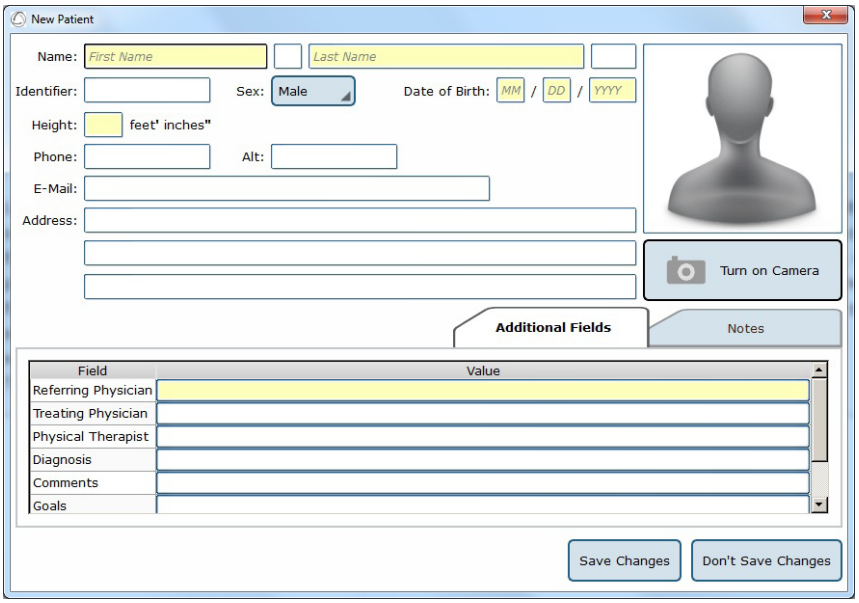
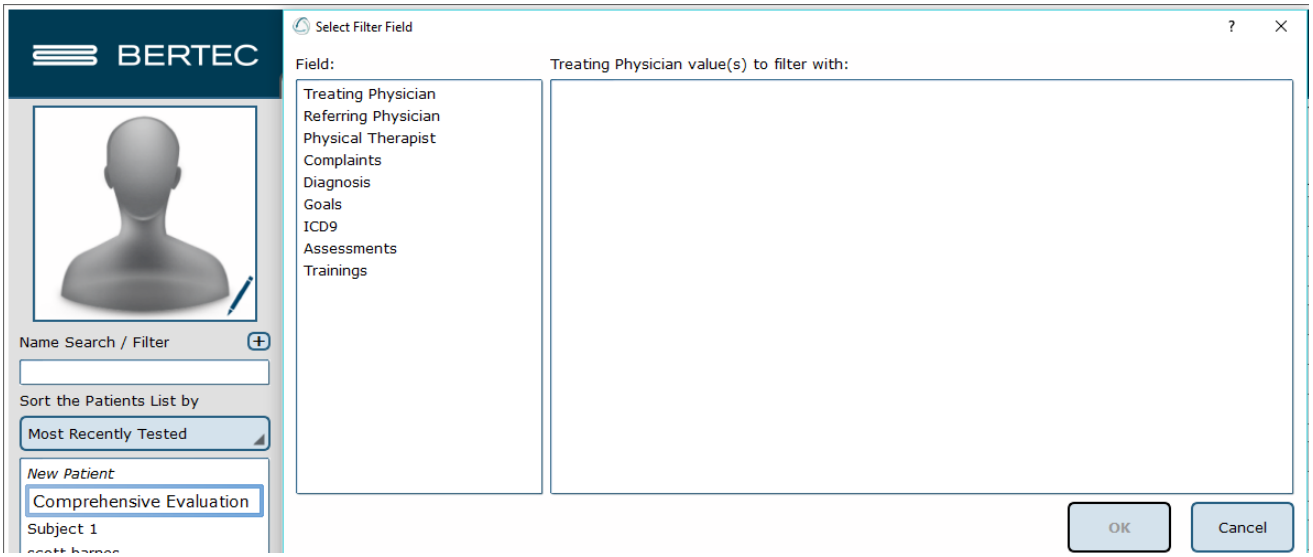

Abbildung 15: Das Fenster „Neue Patienten"
Abbildung 16: Filterfeld auswählen – Patientenliste
2. Nachdem Sie auf eine der Schaltflächen geklickt haben, erscheint ein neues Dialogfenster mit leeren Patientendatenfeldern. In Abbildung 15 gezeigt.
Wurde beispielsweise eine Liste für die Physiotherapeuten Peter, Claudia und Johanna erstellt, kann die Patientenliste so gefiltert werden, dass nur die Patienten von Johanna angezeigt werden. Klicken Sie dazu auf das Plus-Zeichen (in Abbildung 15 gezeigt) neben „Name Search / Filter" („Namenssuche / Filter"), dann auf „Physical Therapist" („Physiotherapeut") und anschließend auf das Kästchen neben dem Namen „Johanna". Dieser Bildschirm wird in Abbildung 16 gezeigt. Wenn das Filterkriterium ausgewählt wurde, klicken Sie auf „OK". Der Liste „filter by" („Filtern nach...") können mehrere Kriterien hinzugefügt werden. Klicken Sie dazu einfach nochmals auf das Plus-Zeichen rechts neben dem Eintrag „Name Search / Filter" („Namenssuche / Filter") und wiederholen Sie den oben beschriebenen Vorgang. Um einen unerwünschten Filter zu entfernen, klicken auf das Minus-Zeichen, das neben der Filterbezeichnung erscheint.